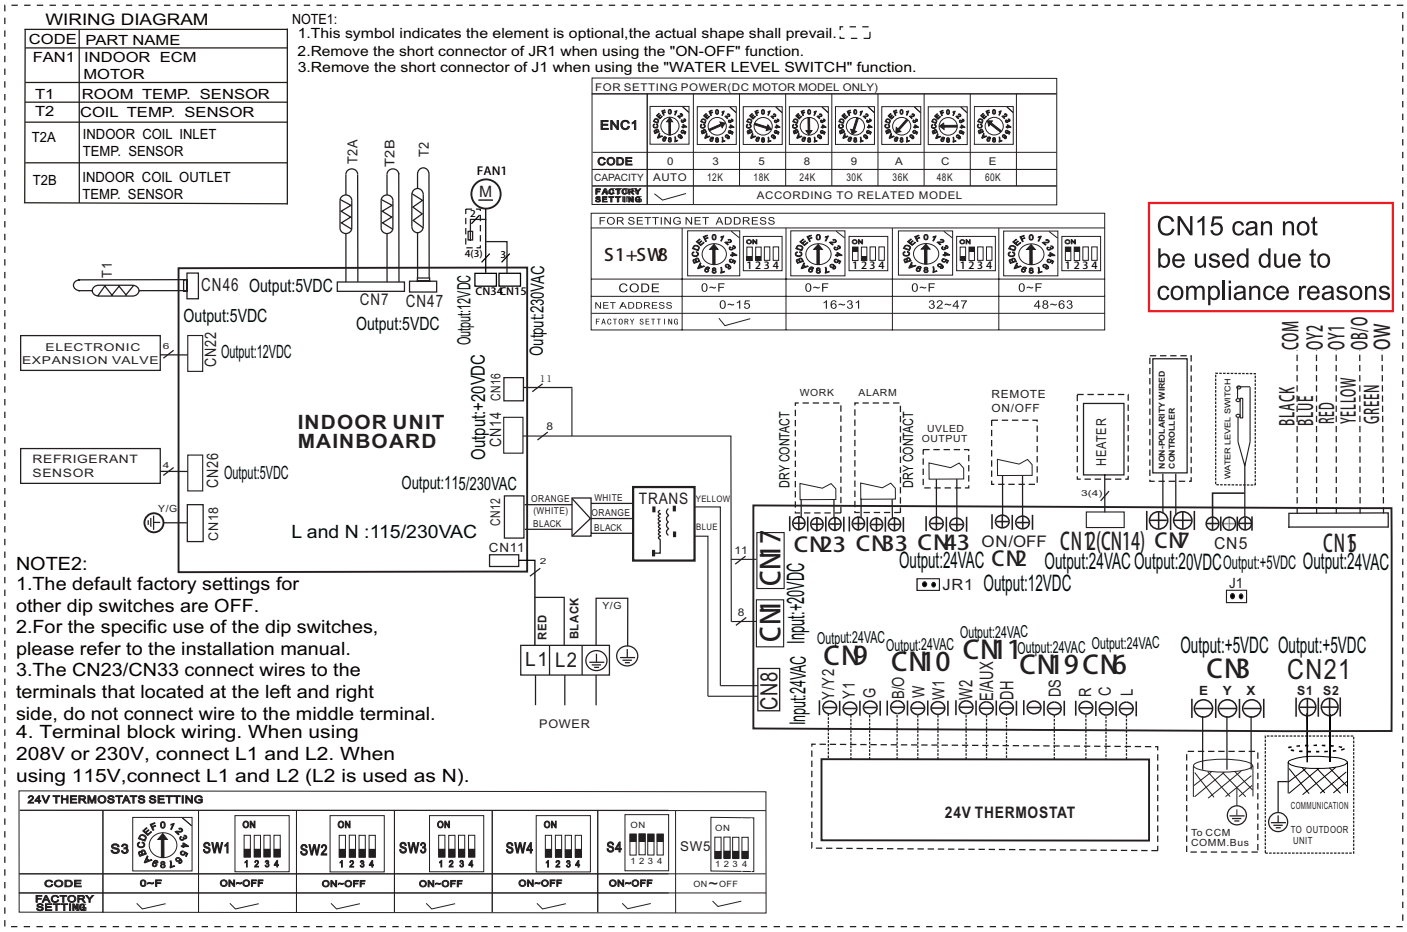

Fig. 33 —Wiring Diagram Sizes 18K - 24K
8. Connect the wiring from the outdoor unit per the wiring diagrams (see Figure 33 and 34).